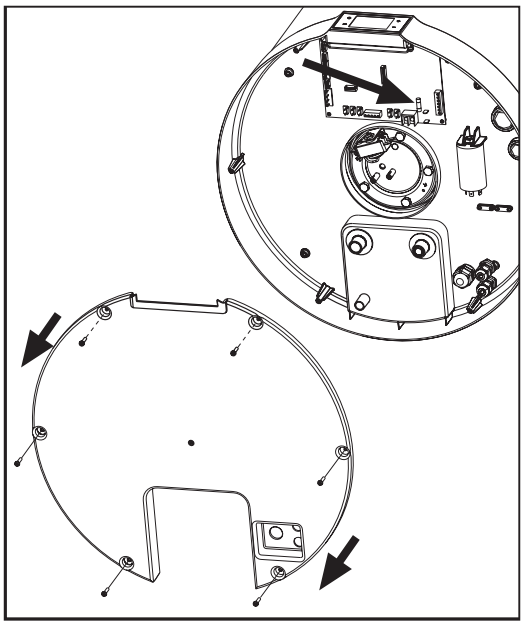

fig. 65
- Desenroscar los tornillos de bloqueo y quitar la tapa inferior (fig. 65).